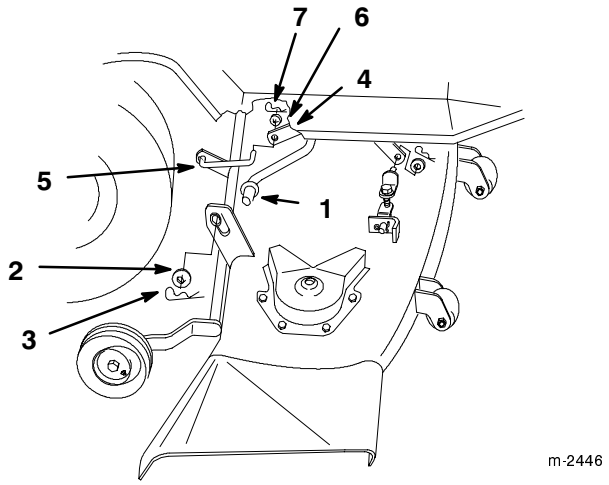

Abbildung 4
3. Das Mähwerk von der rechten Seite aus unter das Fahrgestell schieben (Abb. 4) und die hinteren Montagebuchsen auf die Enden der Hubarme ausrichten.
5. Die hinteren Führungsbuchsen zuerst an der linken und dann an der rechten Seite auf die Hubarme setzen und dann die linke Mähdeckseite an ihre Position schieben. Mit 19 mm-Unterlegscheiben (3/4”) und großen Haarnadelsplinten befestigen (Abb. 4).
6. Das hintere Gelenk mit einer 13 mm-Unterlegscheibe (1/2”) und einem kleinen Haarnadelsplint an der Hebevorrichtung befestigen (Abb. 4).